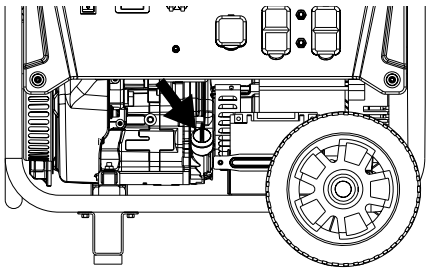

Figura 18 - Tapón de llenado / Varilla de nivel de aceite
5. Retire el tapón de llenado de aceite / varilla medidora (vea la Figura 18 a continuación).